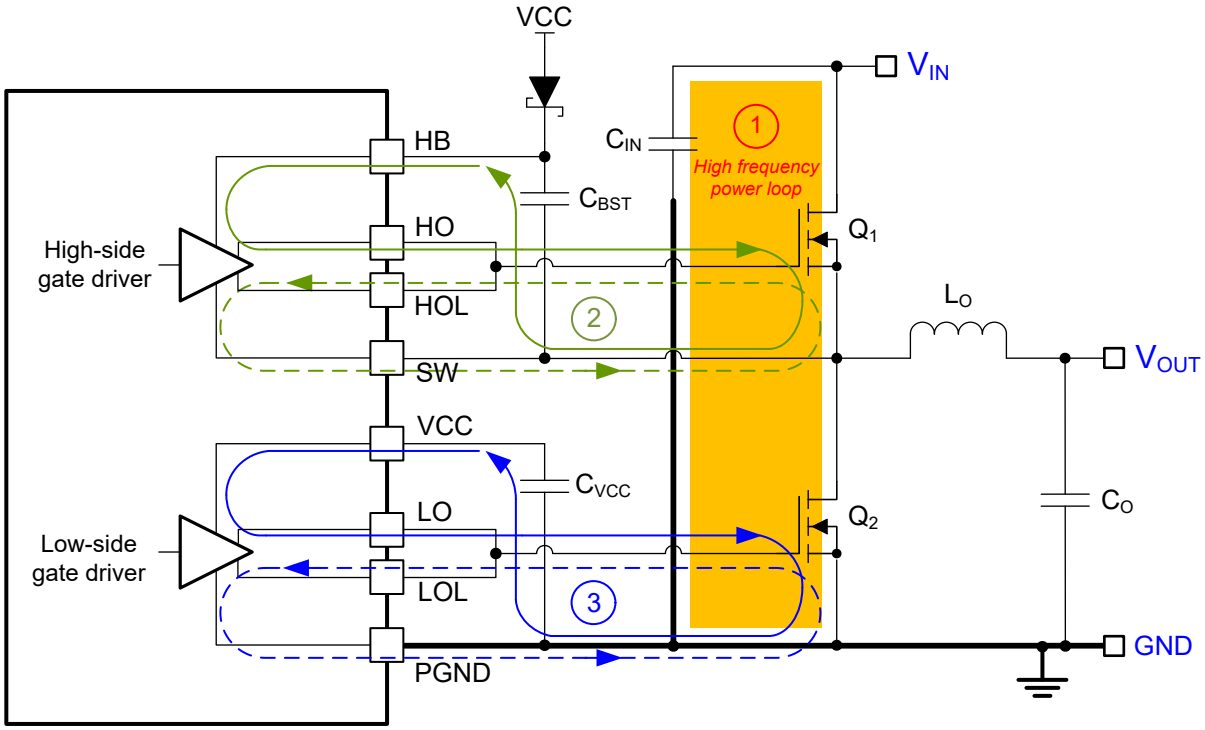

Figure 12-1. DC/DC Regulator Ground System With Power Stage and Gate Drive Circuit Switching Loops
Proper PCB design and layout is important in a high-current, fast-switching circuits (with high current and voltage slew rates) to achieve a robust and reliable design. As expected, certain issues must be considered before designing a PCB layout using the LM5143. The high-frequency power loop of a buck regulator power stage is denoted by loop 1 in the shaded area of Figure 12-1. The topological architecture of a buck regulator means that particularly high di/dt current flows in the components of loop 1, and it becomes mandatory to reduce the parasitic inductance of this loop by minimizing its effective loop area. Also important are the gate drive loops of the low-side and high-side MOSFETs, denoted by 2 and 3, respectively, in Figure 12-1.
- Loop 1: The most important loop area to minimize is the path from the input capacitor or capacitors through the high-side and low-side MOSFETs, and back to the capacitor or capacitors through the ground connection. Connect the input capacitor or capacitors negative terminal close to the source of the low-side MOSFET (at ground). Similarly, connect the input capacitor or capacitors positive terminal close to the drain of the high-side MOSFET (at VIN). Refer to loop 1 in Figure 12-1.
- The SW pin connects to the switch node of the power conversion stage and acts as the return path for the high-side gate driver. The parasitic inductance inherent to loop 1 in Figure 12-1 and the output capacitance (C_{OSS}) of both power MOSFETs form a resonant circuit that induces high frequency (greater than 50 MHz) ringing at the SW node. The voltage peak of this ringing, if not controlled, can be significantly higher than the input voltage. Make sure that the peak ringing amplitude does not exceed the absolute maximum rating limit for the SW pin. In many cases, a series resistor and capacitor snubber network connected from the SW node to GND damps the ringing and decreases the peak amplitude. Provide provisions for snubber network components in the PCB layout. If testing reveals that the ringing amplitude at the SW pin is excessive, then include snubber components as needed.
- Loop 2: high-side MOSFET, Q_1. During the high-side MOSFET turn-on, high current flows from the bootstrap (boot) capacitor through the gate driver and high-side MOSFET, and back to the negative terminal of the boot capacitor through the SW connection. Conversely, to turn off the high-side MOSFET, high current flows from the gate of the high-side MOSFET through the gate driver and SW, and back to the source of the high-side MOSFET through the SW trace. Refer to loop 2 of Figure 12-1.
- Loop 3: low-side MOSFET, Q_2. During the low-side MOSFET turn-on, high current flows from the VCC decoupling capacitor through the gate driver and low-side MOSFET, and back to the negative terminal of the capacitor through ground. Conversely, to turn off the low-side MOSFET, high current flows from the gate of the low-side MOSFET through the gate driver and GND, and back to the source of the low-side MOSFET through ground. Refer to loop 3 of Figure 12-1.